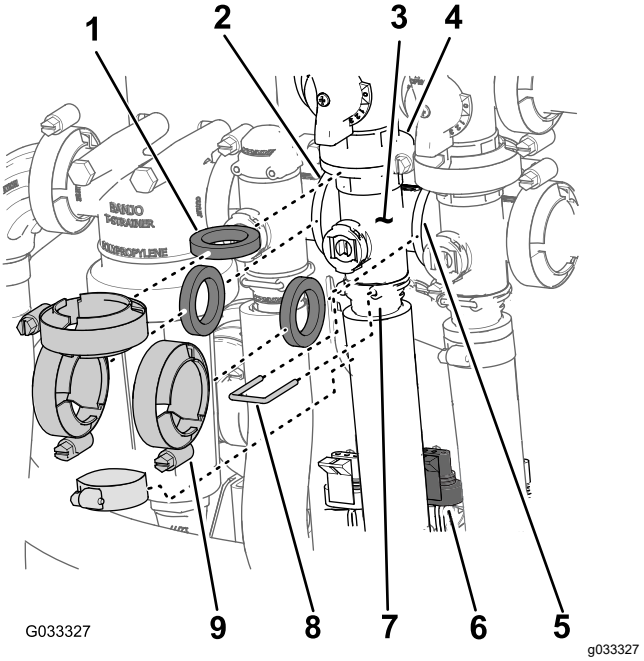

Figure 70
1. Déposez les colliers et les joints qui fixent le collecteur de la vanne d'agitation (Figure 70) à la vanne de dérivation d'agitation, au régulateur de débit, à la vanne principale et au raccord adaptateur (régulateur de pression d'agitation).
2. Retirez l'étrier qui fixe le raccord de sortie au collecteur de la vanne d'agitation (Figure 70).